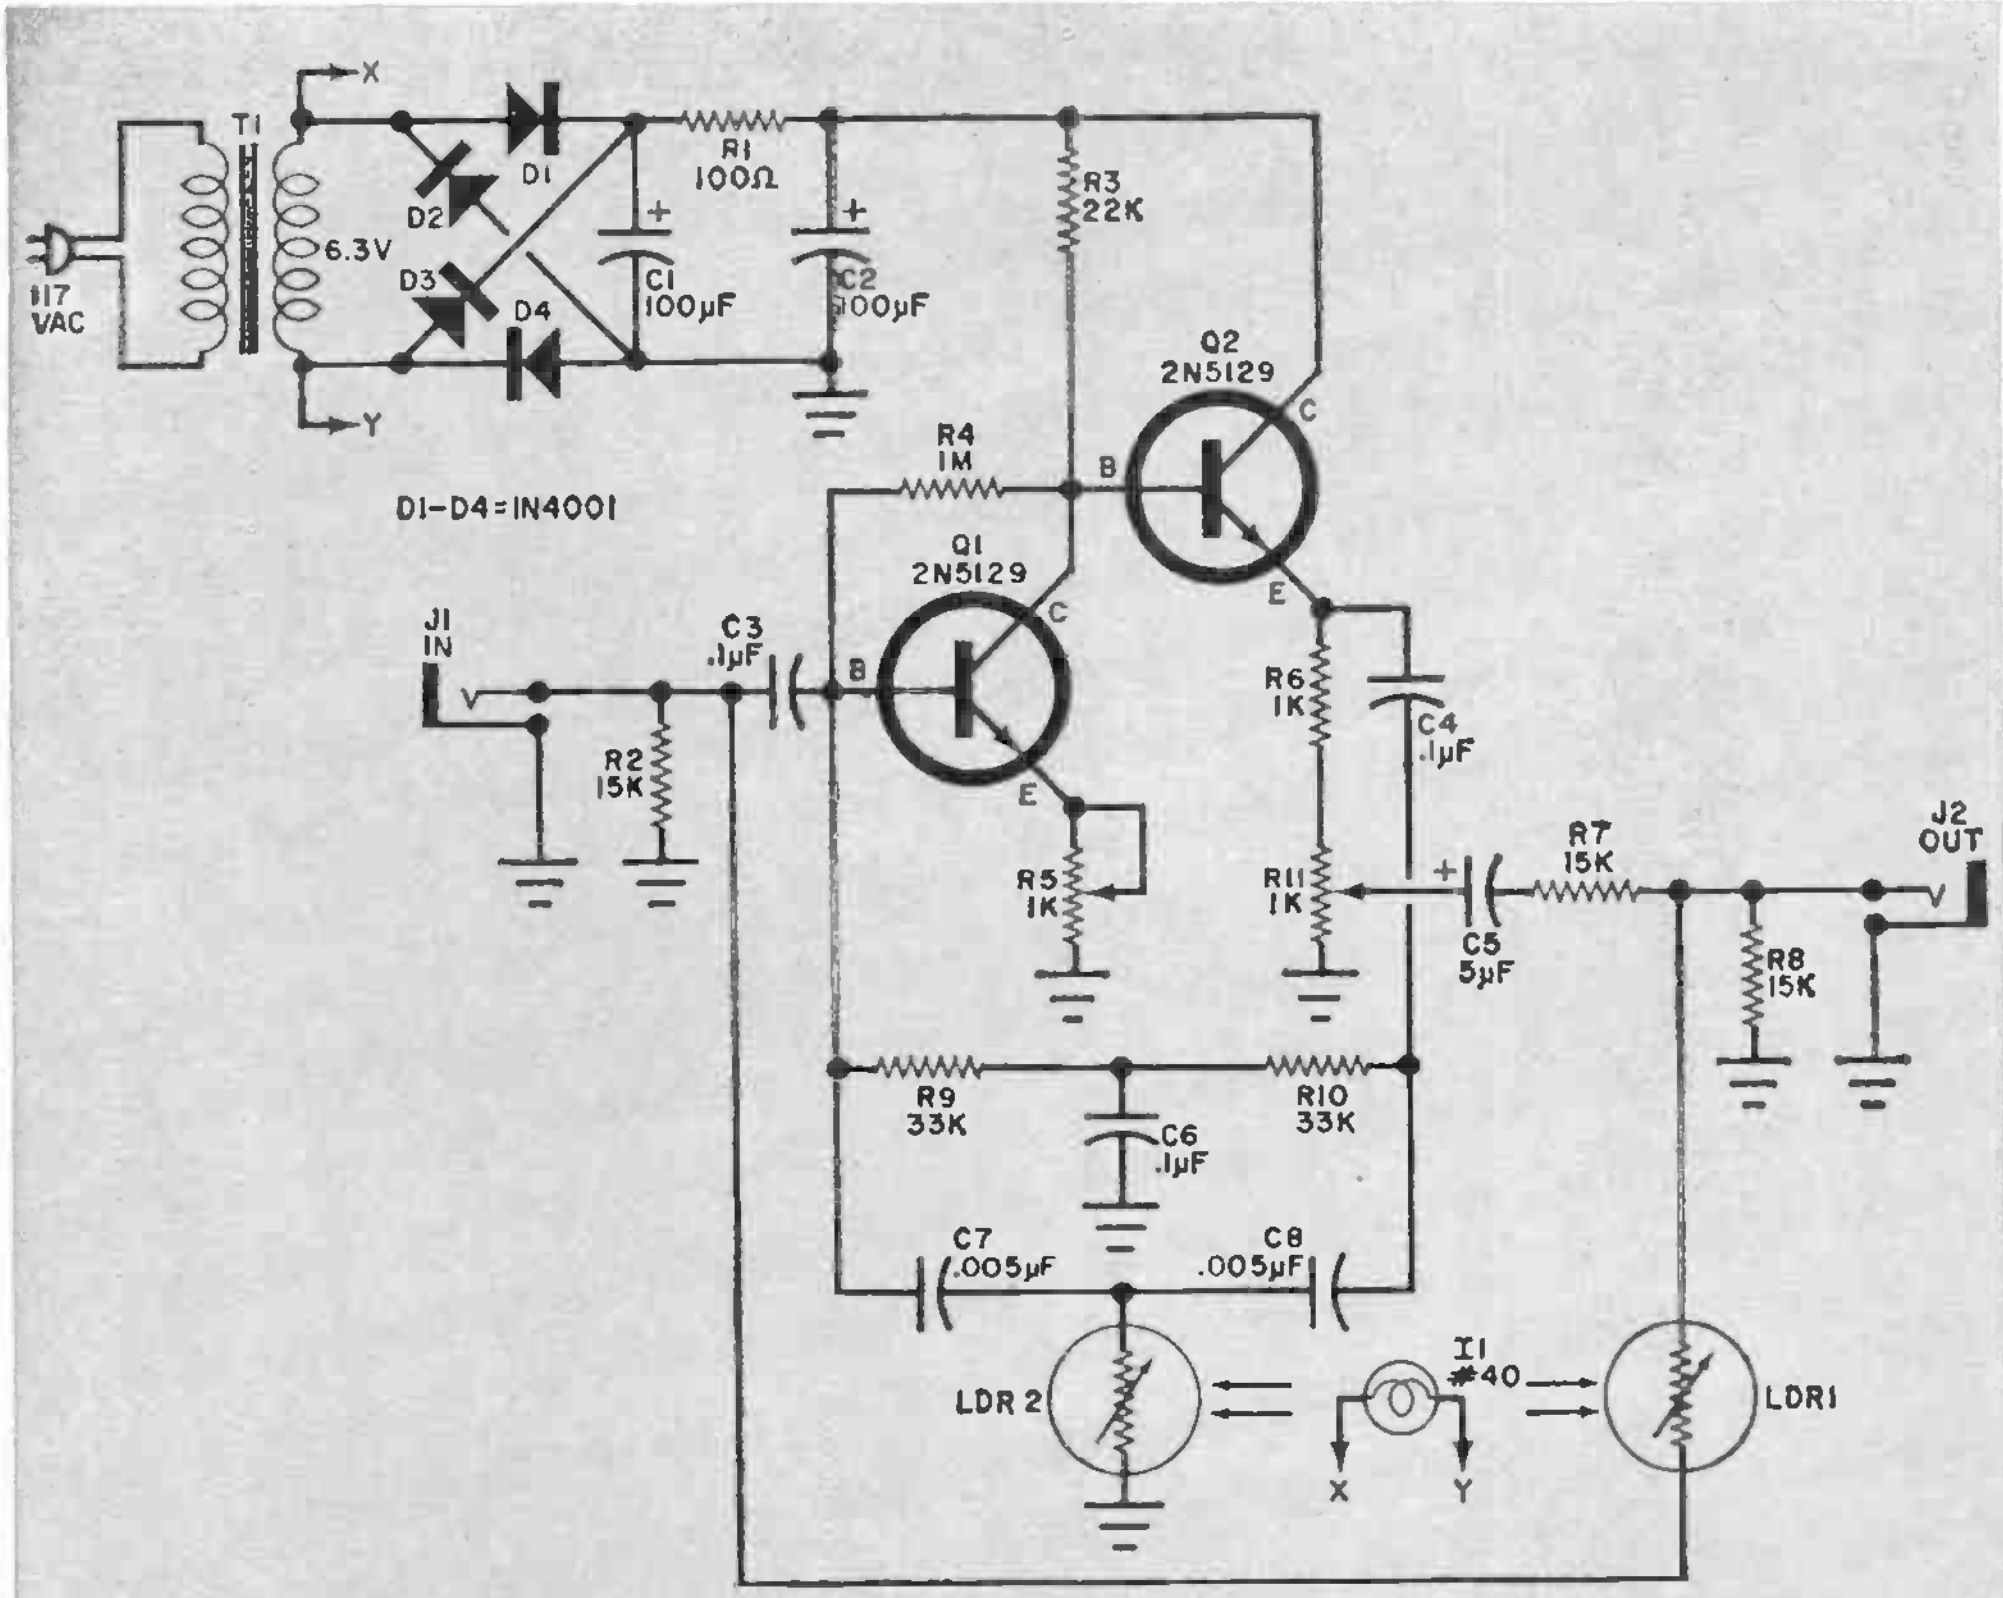
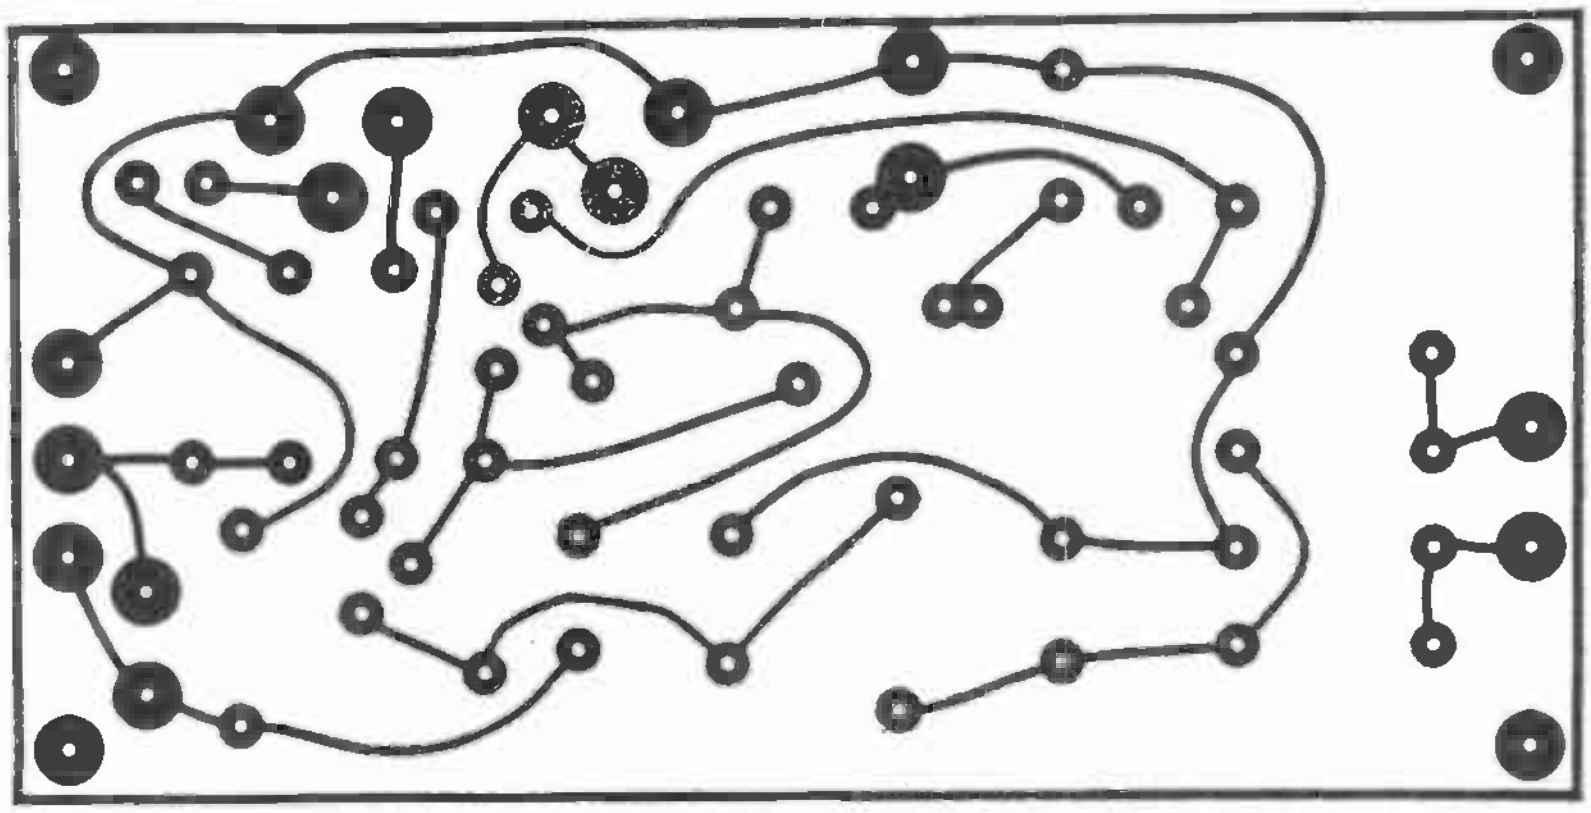

Fig. 1. The circuit is a variable-frequency, narrow-band amplifier whose gain and center frequency are determined by the amount of light on the LDR's.
Fig. 2. Actual-size foil pattern can be used to make your own circuit board.
Fig. 1. Small cabinet size allows walls to be butt-jointed; sides are then finished with adhesive-backed vinyl covering. Grille frame fits directly into well in front of speaker.
You can begin construction by cutting the five enclosure panels, speaker mounting board, and grille frame for each system you plan to build to the dimensions given in Fig. 1. Then, after making the speaker cutout, apply two coats of flat black paint to the sides of the cutout and front surface of the speaker mounting board.
*Misc.—Chassis, wooden foot pedal, mounting bracket for light dependent resistors and light, light mask, spring, dust cover, terminal strips, rubber feet (4), line cord, strain relief, flat black paint, shielded, cable, wire, etc.*
**Construction.** The electronic portion of the Waa-Waa is straightforward and follows the schematic shown in Fig. 1. Component layout is not critical and any method of assembly may be used. Use of a printed circuit board lends a professional touch and guarantees correct wiring. You can make your own board using the foil pattern shown in Fig. 2 or you can buy one as described in the Parts List. Install the components as shown in Fig. 3.